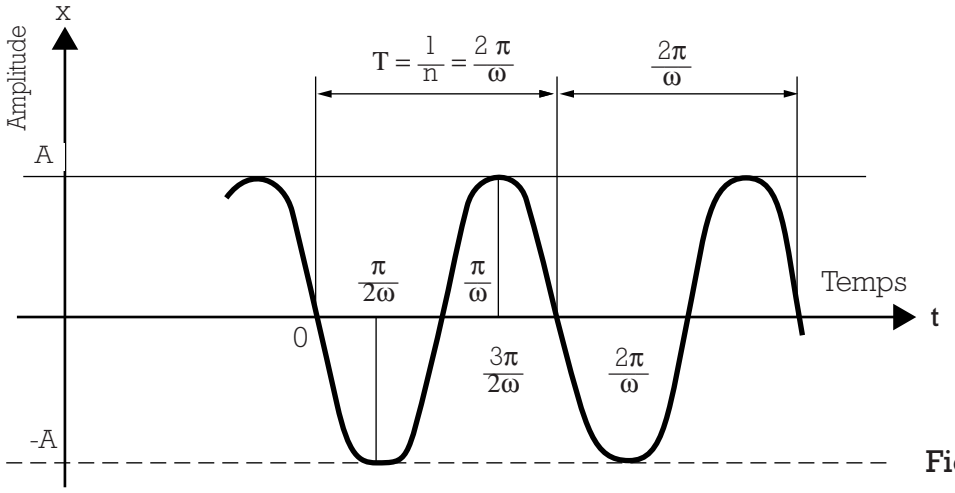

Fig. 1
- **Vibration sinusoïdale x = A sin ωt (fig. 1)**
L'oscillation se poursuit indéfiniment avec les amplitudes maximales égales à A (le phénomène est représenté par la courbe de la fig. 1 dans laquelle ω serait remplacé par ω_o).